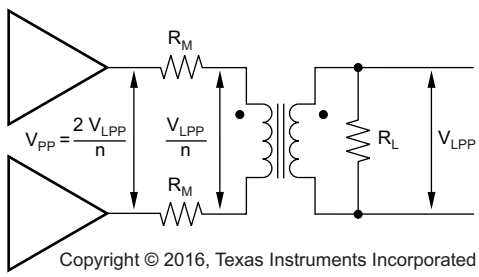
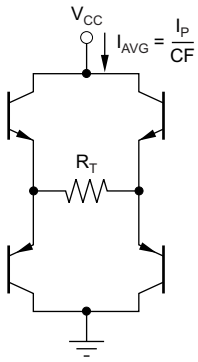

Figure 85. Driver Peak Output Voltage
Figure 88. Output Stage Power Model
- R_M is as defined in Equation 7 and Figure 85 (13)
The total internal power dissipation for the THS6214 in an xDSL line driver application is the sum of the quiescent power and the output stage power. The THS6214 holds a relatively constant quiescent current versus supply voltage—giving a power contribution that is simply the quiescent current times the supply voltage used (the supply voltage is greater than the solution given in Equation 15). The total output stage power can be computed with reference to Figure 88.
The two output stages used to drive the load of Figure 85 are shown as an H-Bridge in Figure 88. The average current drawn from the supply into this H-Bridge and load is the peak current in the load given by Equation 13 divided by the crest factor (CF) for the xDSL modulation. This total power from the supply is then reduced by the power in R_T, leaving the power dissipated internal to the drivers in the four output stage transistors. That power is simply the target line power used in Equation 8 plus the power lost in the matching elements (R_M). In the following examples, a perfect match is targeted giving the same power in the matching elements as in the load. The output stage power is then set by Equation 17.